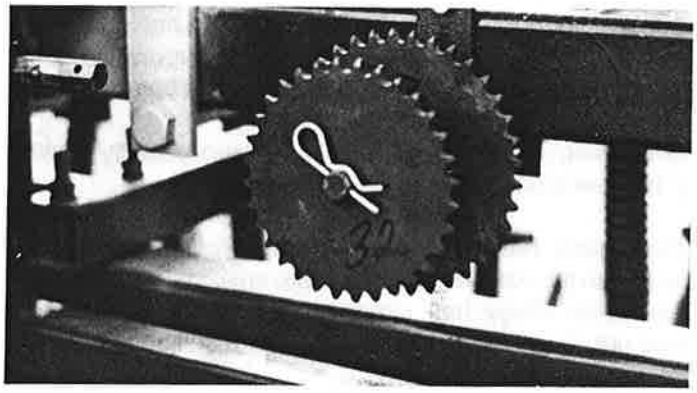

FIGURE 4-3
4. Install the sprocket holders conveniently near the end of the drill frame using two ⅜" x 5" bolts and strap iron. The extra sprockets may then be stored and secured with a lynch pin or hair pin. This is a good time to identify the number of teeth on each sprocket and mark them for later reference. (See Fig. 4-3)